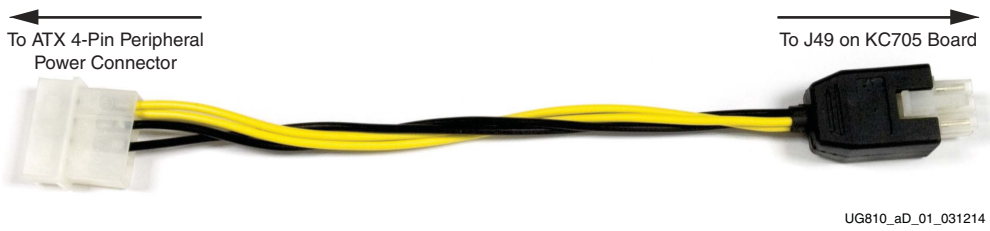

Figure D-1: **ATX Power Supply Adapter Cable**
When the KC705 board is used inside a computer chassis (plugged in to the PCIe® slot), power is provided from the ATX power supply 4-pin peripheral connector through the ATX adapter cable shown in Figure D-1 to J18 on the KC705 board. The Xilinx part number for this cable is 2600304 and is equivalent to Sourcegate Technologies part number AZCBL-WH-1109-RA4. For information on ordering this cable, see [Ref 21].
7. Connect the ATX power supply to the KC705 board using the ATX power supply adapter cable as shown in Figure D-1: